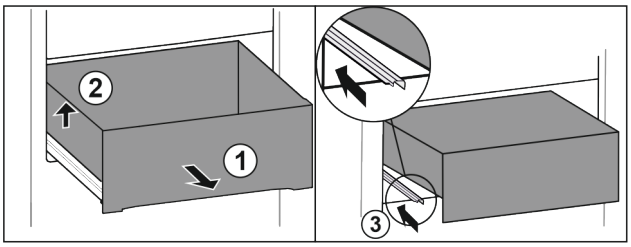

Fig. 31
- ▶ Вытяните выдвижной ящик до упора. *Fig. 31 (1)*
- ▶ Приподнимите выдвижной ящик слева. *Fig. 31 (2)*
- ▶ Вставьте левую направляющую. *Fig. 31 (3)*